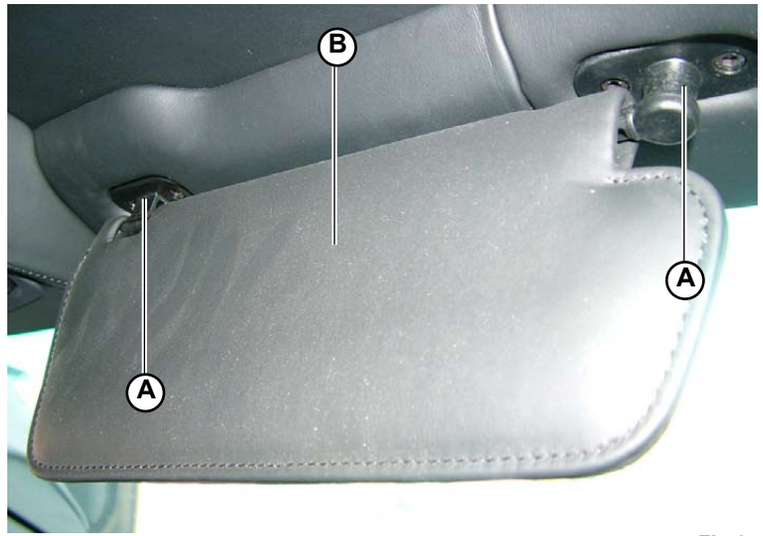

Fig.24
1. Remove the screws that secure the sun visor's 2 couplings (**A-Fig.24**) to the roof (2 screws per coupling).
2. Remove the sun visor (**A-Fig.24**).